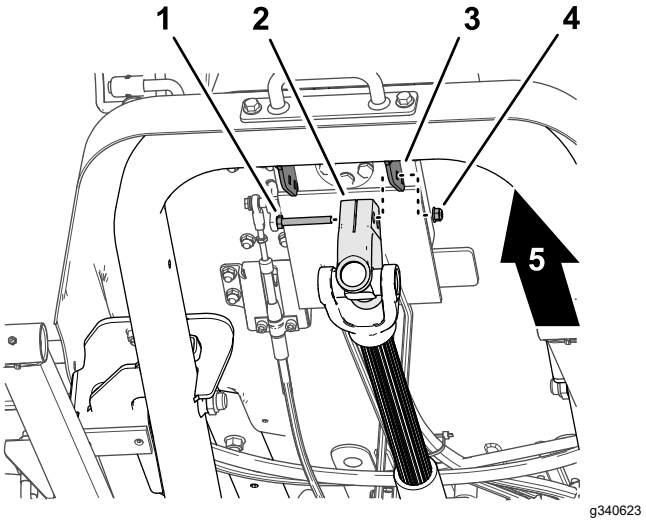

Figur 17
1. Mens drivakslen understøttes, skal du fjerne den maskinskrue og den låsemøtrik, der fastgør drivakslens gaffel til styreventilens monteringsbeslag (Figur 17), og forsigtigt sænke drivakslen.